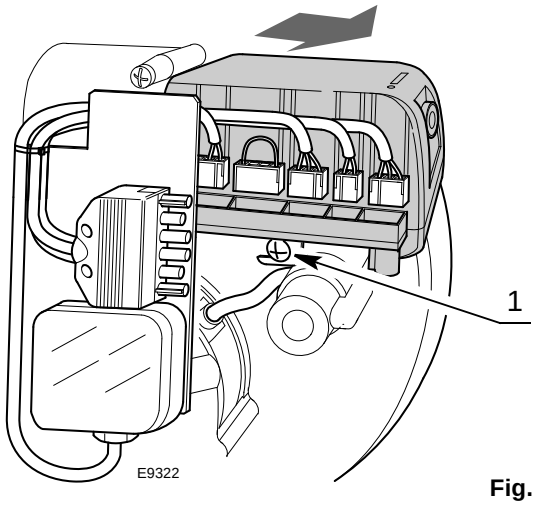

Fig. 14
- disconnect all the connectors connected to it, the 6-pin plug, the high voltage cables, and the earth wire (TB);
- loosen the screw 1)(Fig. 14) and pull the control box in the direction of the arrow.
- tighten screw 1)(Fig. 14) with a tightening torque of 1 ÷ 1.2 Nm;